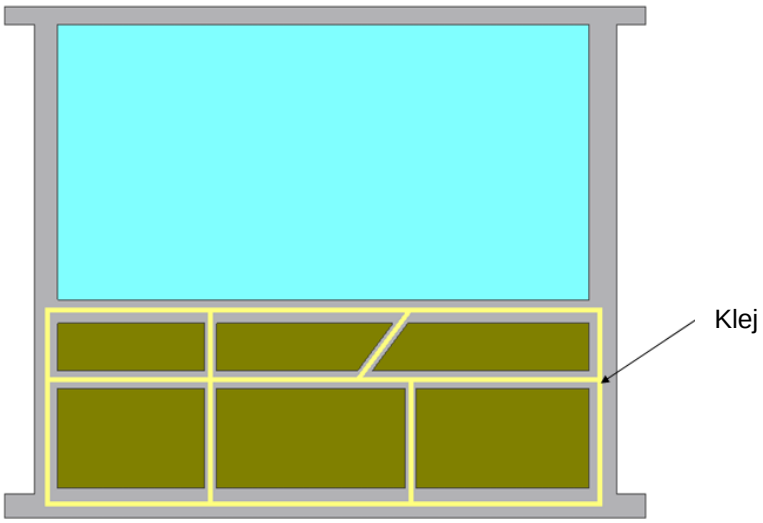

Rys. 3 Prawidłowe nałożenie kleju na szkielet
- następnie należy nanieść klej Sikaflex 252 na szkielet pojazdu w taki sposób, aby linie kleju pozostały zamknięte (Rys. 3);